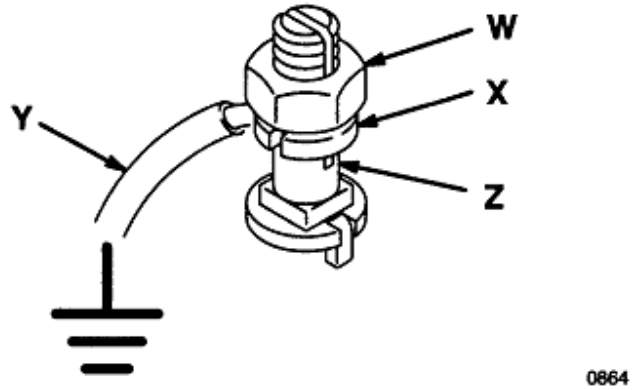

Рис.1.
Чтобы заземлить насос, ослабьте контргайку зажима заземления (W) и шайбе (X). Вставьте один конец провода заземления (Y) с минимальным сечением 1,5 мм2 (12 ga) в паз зажима (Z) и надежно затяните контргайку. См. рис. 1. Присоедините другой конец провода к грунтовому заземлению.